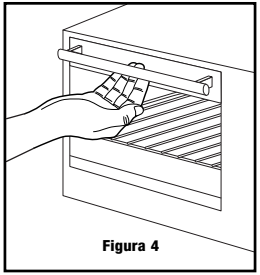

Figura 4
Paso 1. Agarre el centro de la manija con las yemas de los dedos (ver Figura 4).